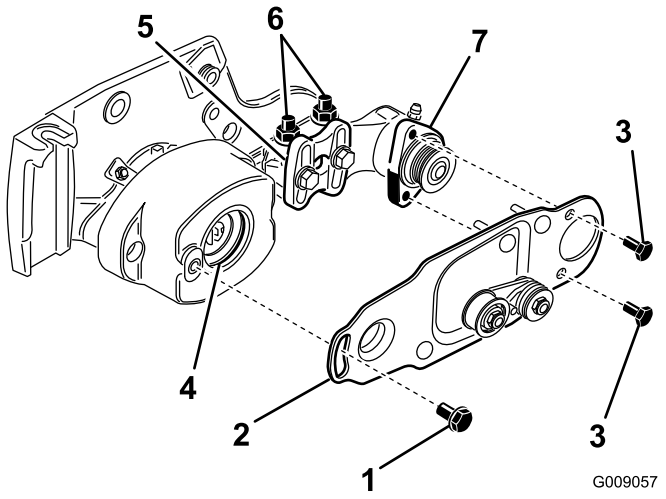

Figure 11
10. Apply a coating of grease to the inner diameter of the grommet in the bearing housing (Figure 11).
11. Loosen, but do not remove, the bolts securing the roller-brush-bearing housing to the roller-brush mounting bracket (Figure 11).
12. Install the roller-brush pivot plate (Figure 11).
13. Apply 242 Loctite (blue) to the 2 bolts (5/16 x 5/8 inch) and use them to mount the brush plate to the roller-brush-bearing housing (Figure 11).
- Loosen the 2 flange locknuts securing the roller-brush mounting bracket to the cutting unit side-plate (Figure 11).
- Rotate the roller-brush-bearing housing until the brush plate is parallel to the cutting-unit side-plate (Figure 11).
- Tighten the 2 flange locknuts securing the roller-brush mounting bracket to the cutting-unit side-plate (Figure 11).
18. Apply 242 Loctite (blue) to the shoulder bolt (Figure 11). Secure the brush plate to the roller-brush housing with the shoulder bolt. (Figure 11).